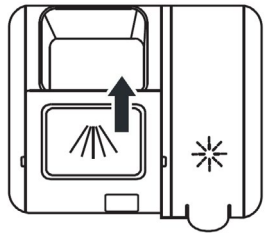

Rys. 8
3. Na końcu zamknij klapę, przesuwając ją w lewo (Rys. 8).